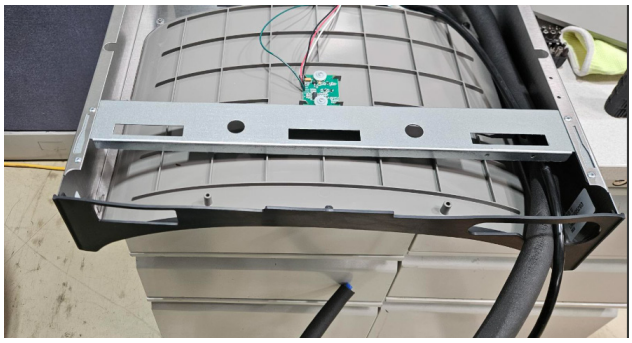

Fig. 9
6) **Install gasket on bottom of bottle filler tower** by pushing detents into place (See Fig 9).